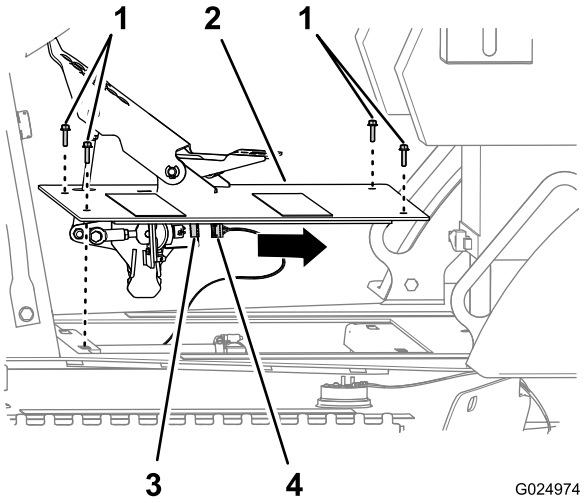

Bild 109
1. Nehmen Sie die vier Sechskantbundkopfschrauben ab, mit denen das Fahrpedal am Chassis der Maschine befestigt ist (Bild 109).
2. Ziehen Sie den 6-Buchsen-Stecker des Maschinenkabelbaums vom 6-Stift-Stecker am Fahrpedalsensor ab (Bild 109).
3. Entfernen Sie das Fahrpedal von der Maschine (Bild 109).
1. Schließen Sie den 6-Buchsen-Stecker des Maschinenkabelbaums am 6-Stift-Stecker am Fahrpedalsensor an (Bild 109).
2. Fluchten Sie die Löcher in der Platte des Fahrpedals mit den Löchern im Chassis der Maschine aus (Bild 109).
3. Befestigen Sie das Fahrpedal mit den vier Sechskantbundkopfschrauben (6 mm x 25 mm) am Chassis der Maschine, siehe Bild 109.